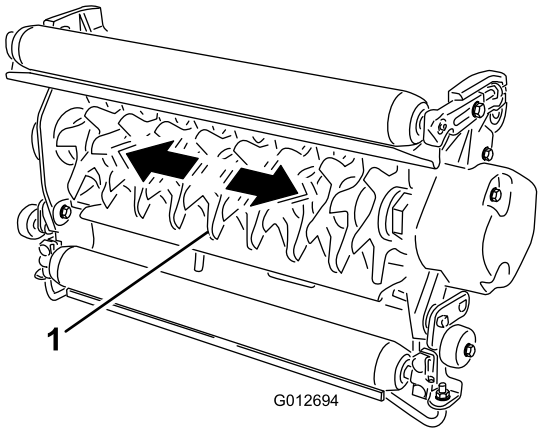

Figur 9
1. Hold på knivcylinderakslen og prøv at rykke knivcylinderen fra side til side (Figur 9).